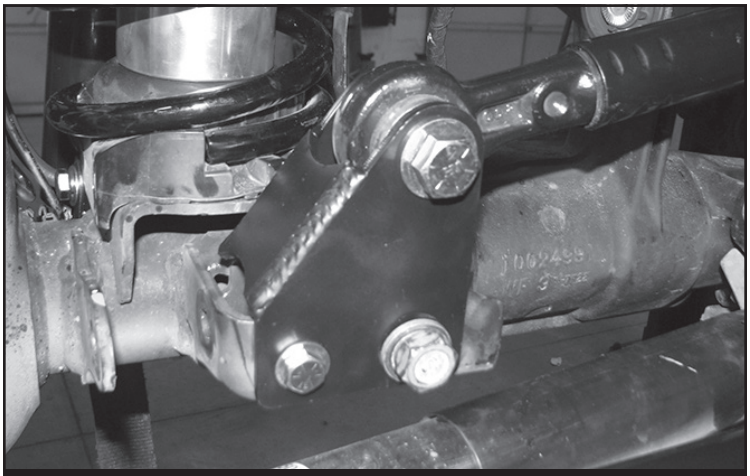

FIGURE 19 - STEP 19
19. Re-install the track bar using the supplied 9/16” X 3” bolt, nut and washers. Torque to 153 ft-lbs. **SEE FIGURE 19**